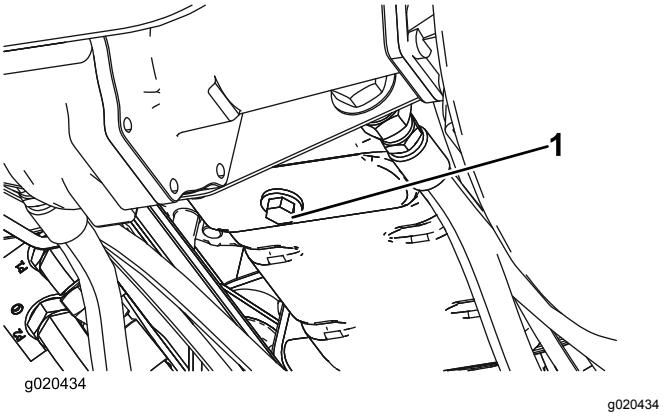

**Figuur 54**
1. Verwijder de aftapplug (Figuur 54) en laat de olie in een opvangbak lopen. Als er geen olie meer naar buiten stroomt, plaatst u de aftapplug terug.